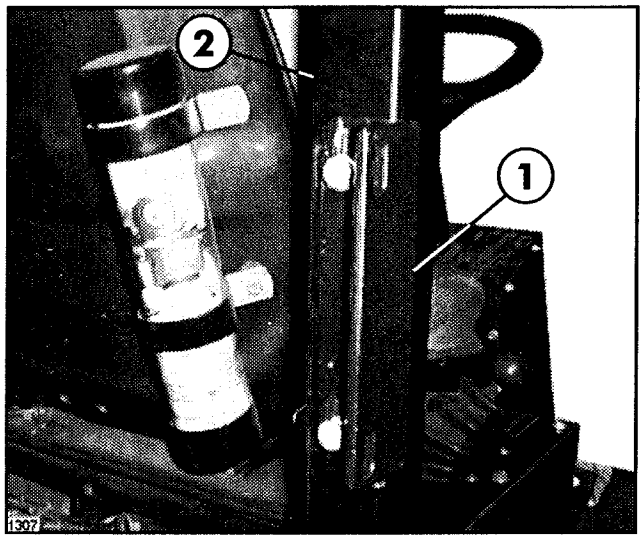

FIG. 1
NOTE: If installing the Personal Respirator on a Multi Pro 1100 with a Operator Enclosure and a Hose Reel, install the Operator Enclosure and Hose Reel per instructions included with those kits. Install the Respirator Angle in FIG. 1 in same location on top of bracket on the Hose Reel Mounting Assembly.
1. Attach Respirator Angle to the R.H. side of rear ROPS Bar using (2) 3/8 X 1" flange bolts. See FIG. 1.